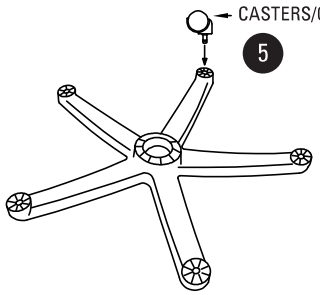
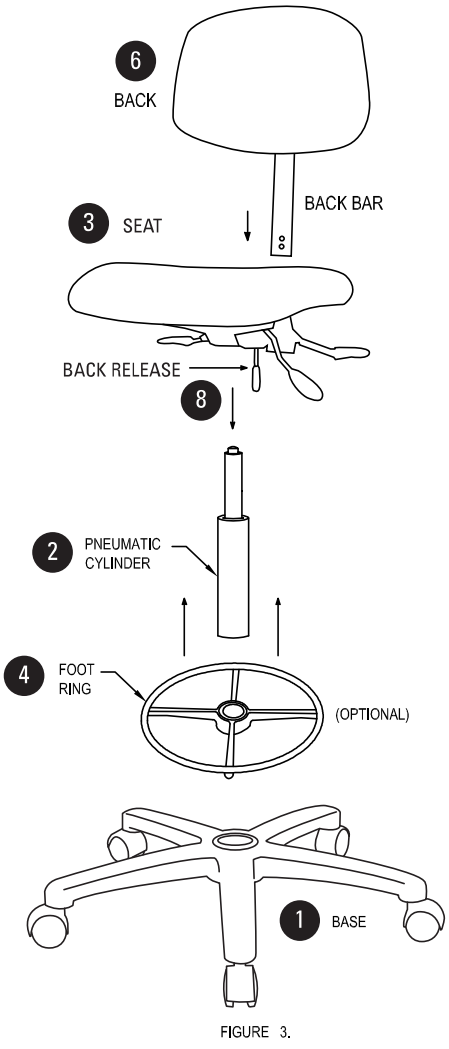

FIGURE 1.
FIGURE 3.
2) Place base (1) upside down and insert casters/glides (5) (see figure 1).
3) Slide **optional** foot ring (4) over bottom pneumatic cylinder (2). The foot ring rests atop spokes. Make sure spokes face the floor.
4) Flip the base so casters/glides are on the floor and insert pneumatic cylinder (2) as shown in (figure 3) into center hole of base with colored button up. Lightly push down. Adjust foot ring to desired height.